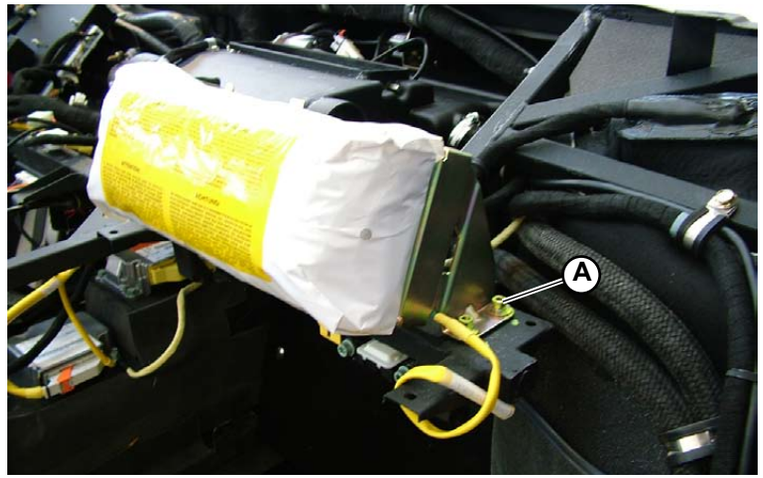

Fig.1
1. Tighten the four fixing screws (**A-Fig.1**) on the module.